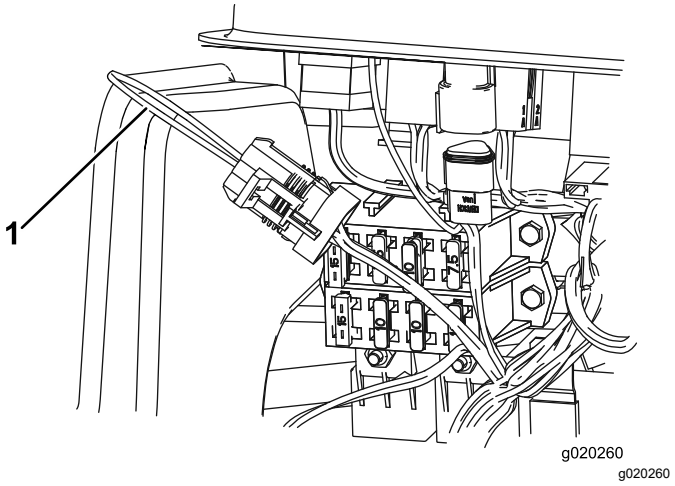

**Figure 41**
3. Localisez le faisceau de câblage et le connecteur de bouclage (Figure 41).